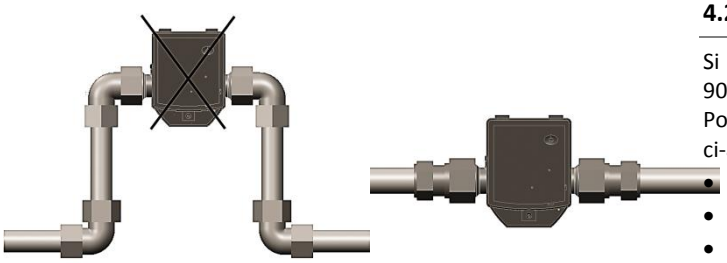
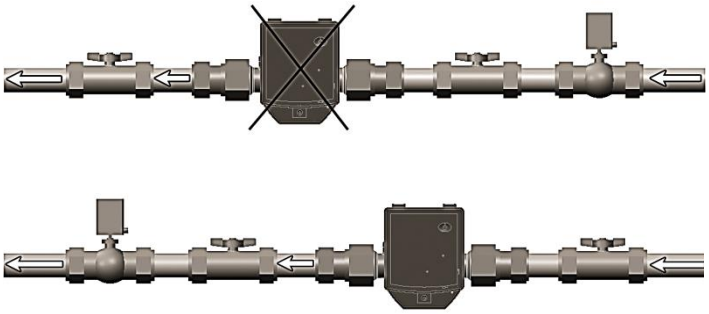

Fig. 2 : Éviter l'accumulation d'air.
Fig. 3 : Installer une vanne ou un régulateur après le capteur de débit en prenant comme référence le sens du flux
- Installer le capteur de débit en position verticale ou horizontale entre les deux vannes d'arrêt. Le sens de la flèche estampée sur le logement doit coïncider avec le sens du flux. Respecter les indications fournies dans les exemples d'installation (Figure 2 et Figure 3).